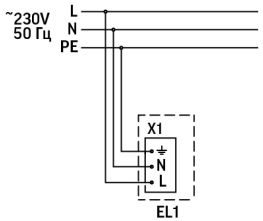

Рисунок 7
4. Подключите питание светильника согласно схеме, рис.7 ;